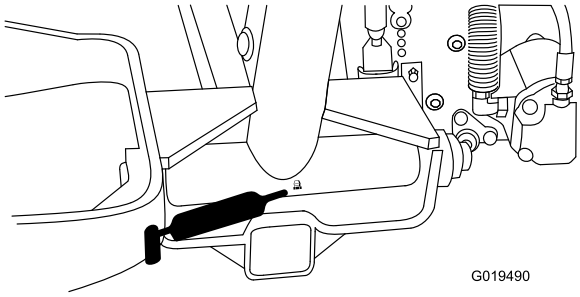

Bild 46
- Hubarm-Drehbüchsen (3) (Bild 46).